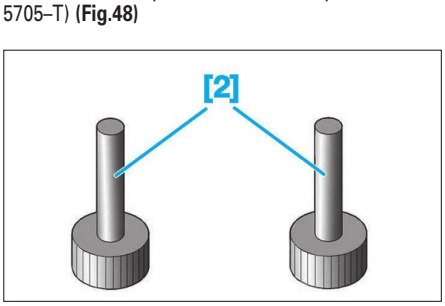

**Fig. 48**
- [2] Obturateurs pour raccords encliquetables (réf. 5705–T) **(Fig.48)**